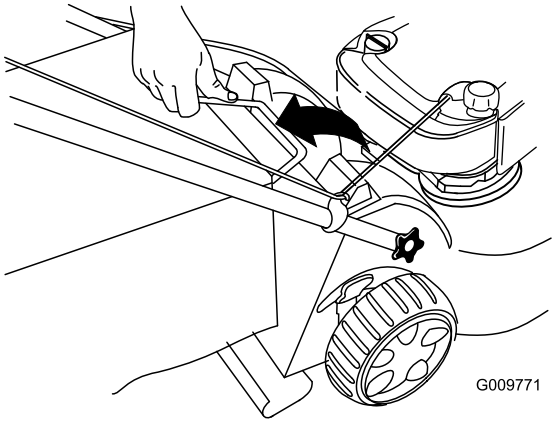

Figuur 29
2. Trek de beugel van de grasvanger omhoog uit de gleuven en verwijder de grasvanger van de machine (Figuur 29).